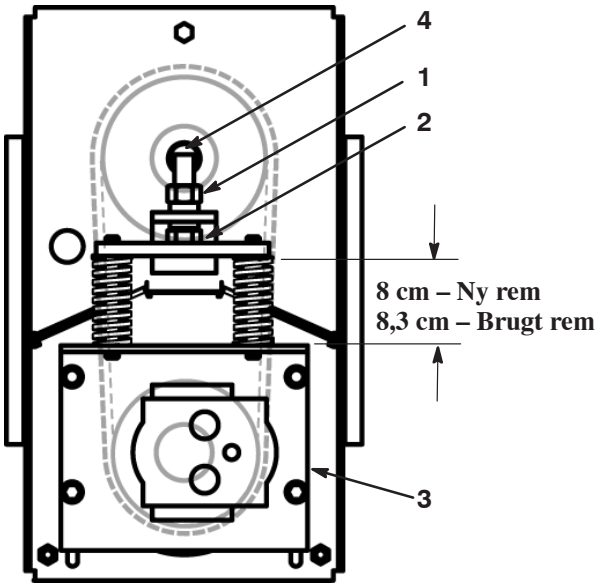

Figur 66
5. Stram spændbolten, indtil fjedrene er sammenpresset så meget, som der er vist i figur 66.
11. Stram spændbolten, indtil fjedrene er sammenpresset så meget, som der er vist i figur 66.